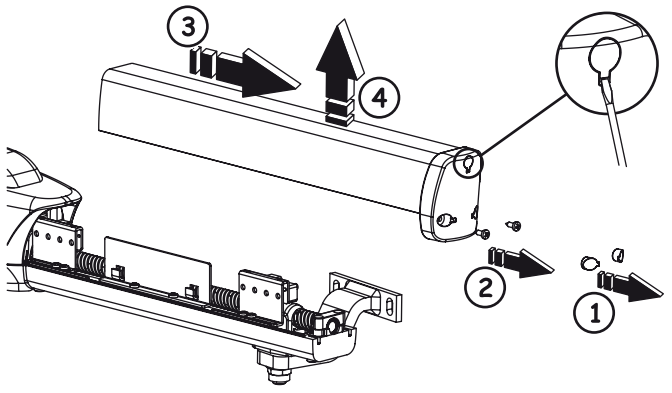

Fig. 23
1. Enlever les deux bouchons qui recouvrent les vis de fixation inférieures, Fig. 23 réf. ①. Pour faciliter cette opération, on a prévu un défoncement qui permet d'introduire un tournevis
2. Dévisser les deux vis inférieures du bouchon frontal et extraire le carter de protection, Fig. 23.